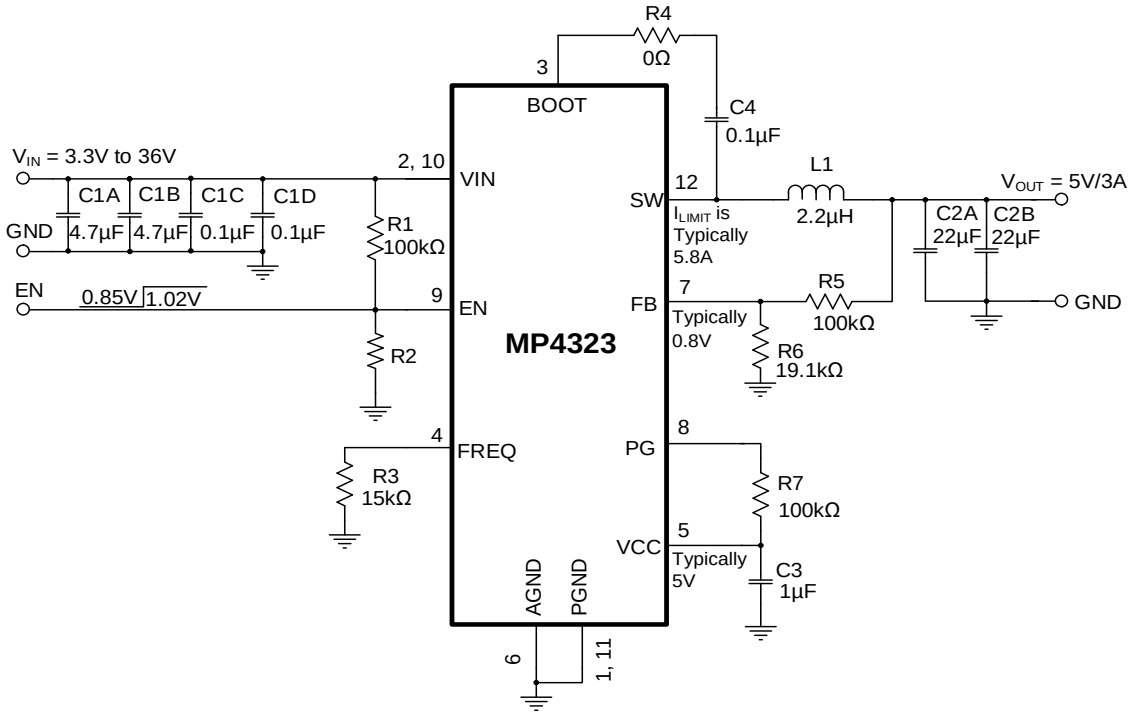

Figure 11: Typical Application Circuit with Bootstrap Resistor (R4) (V_{OUT} = 5V, f_{SW} = 2.2MHz)
14) The recommended PCB layout is based on the typical application circuit in Figure 11 on page 36.